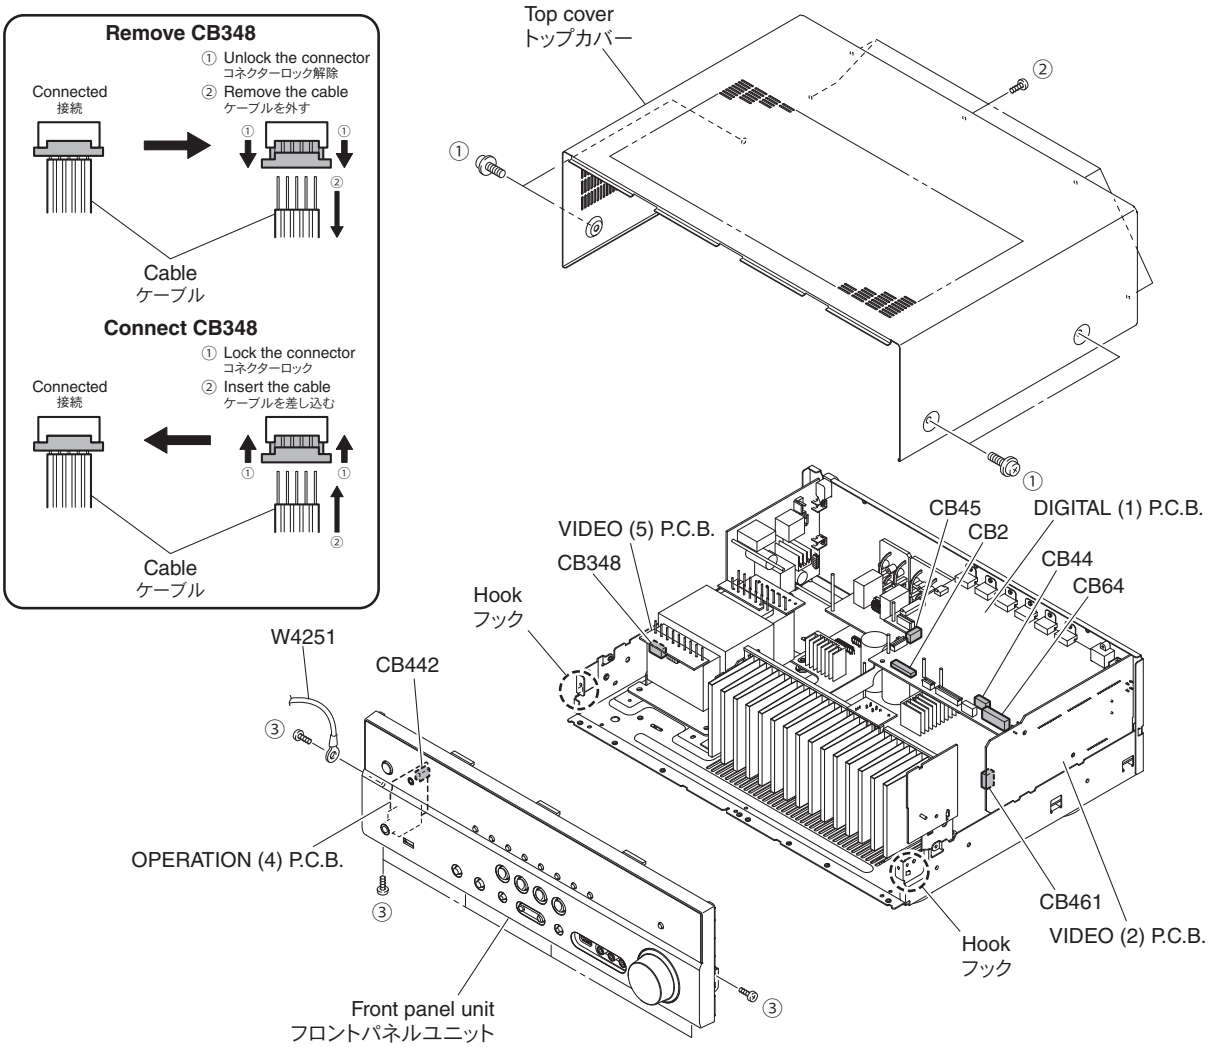

Fig. 1
a. Remove 4 screws (①) and 5 screws (②). (Fig. 1)
b. Lift the rear of the top cover to remove it. (Fig. 1)
a. ① のネジ 4 本、② のネジ 5 本を外します。（Fig. 1）
b. トップカバーの後部を持ち上げ、外します。（Fig. 1）
a. Remove 7 screws (③), and remove W4251. (Fig. 1)
b. Remove CB2, CB44, CB45, CB64, CB442 and CB461. (Fig. 1)
c. Unlock and remove CB348. (Fig. 1)
d. Release 2 hooks on both ends and remove the front panel unit. (Fig. 1)
a. ③ のネジ 7 本を外し、W4251 を外します。（Fig. 1）
b. CB2、CB44、CB45、CB64、CB442、CB461 を外します。（Fig. 1）
c. ロックを外し、CB348 を外します。（Fig. 1）
d. フック 2 箇所を外し、フロントパネルユニットを外します。（Fig. 1）